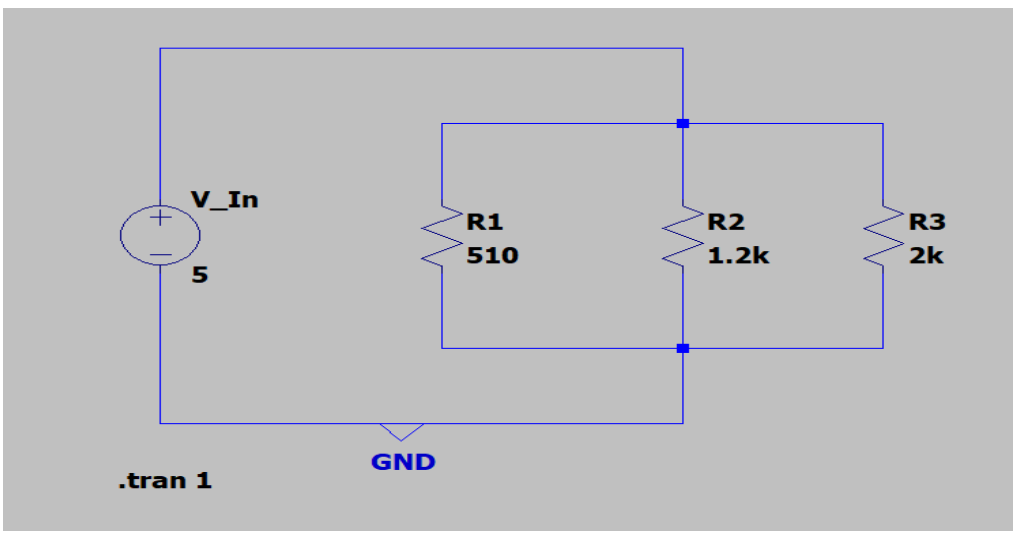

Fig. 3. LTSpice Current Divider Circuit with Values
- Figure 3 shows an example schematic of the current divider circuit.